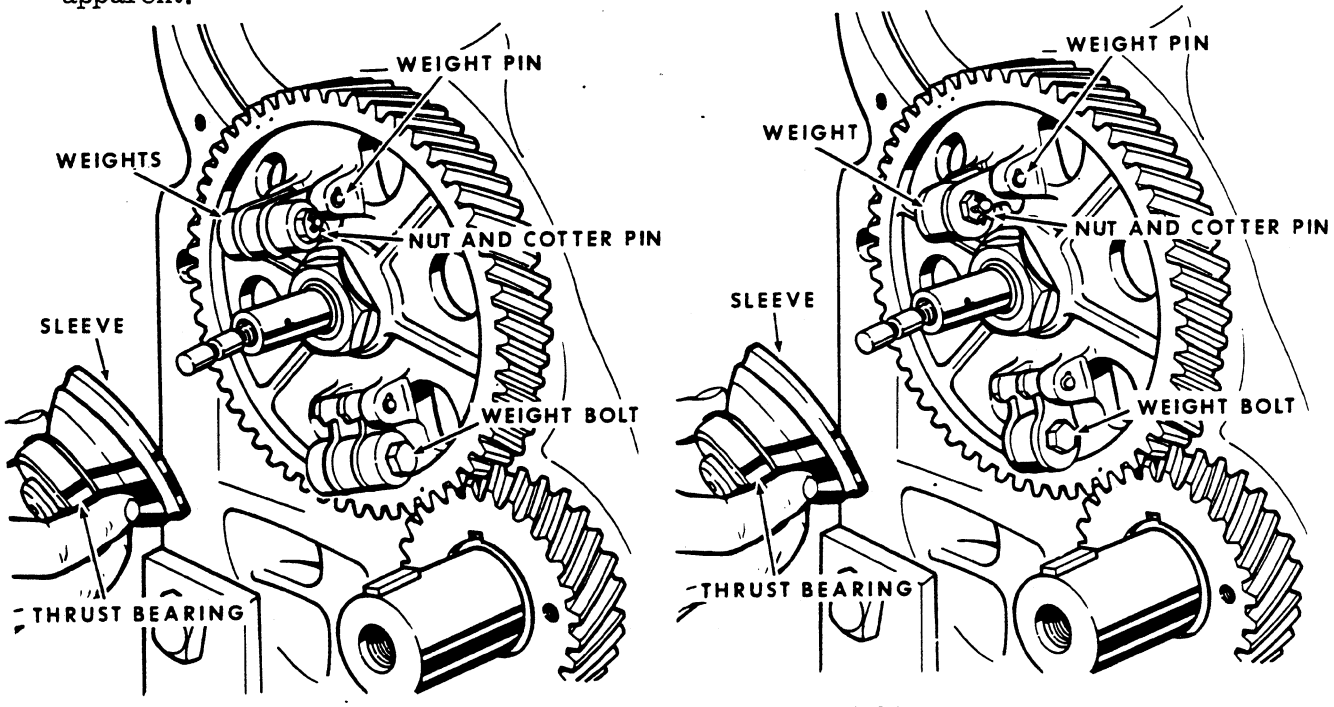

Figure 4M-5. A7277 Governor Weights
1. Pull the governor sleeve off the end of the camshaft, Figure 4M-5.